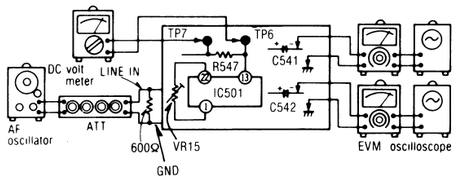

Fig. 20
1. Make the connections as shown in fig. 20 and apply 1kHz −27dB signal from LINE IN, and set the noise reduction selector to dbx IN position.